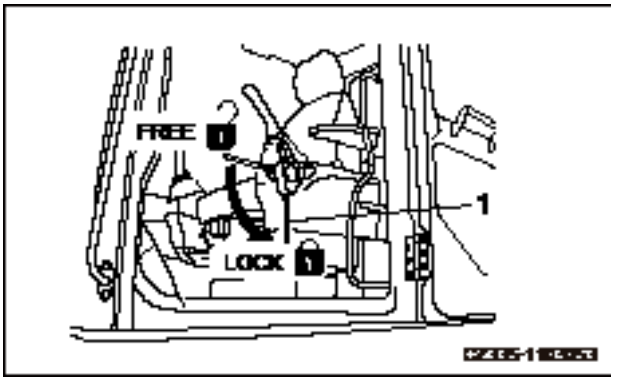

Fig. 3-50
- **If the hydraulic lockout control is not in the LOCK position, move of control lever can cause serious accidents. Check the hydraulic lockout control as shown in Fig. 3-50.**